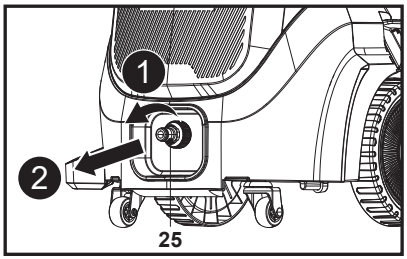

Rys. 23
1. Odłączyć adapter przyłącza wody (25) od przyłącza wlotu wody (10) (rys. 23).